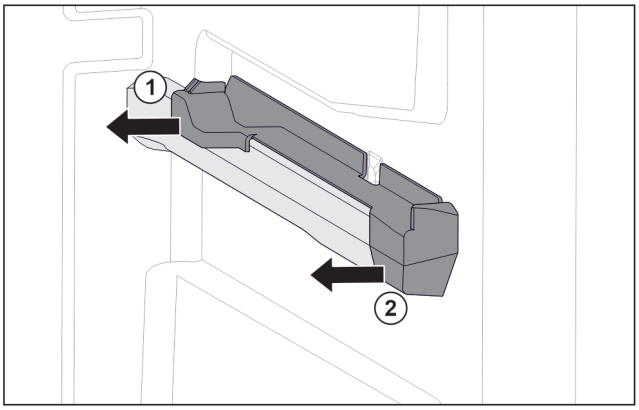

Fig. 61 Вставная часть на правом контейнерном ребре
▶ Отодвиньте вставную часть сзади в сторону. *Fig. 61 (1)*
▶ Отодвиньте вставную часть спереди в сторону. *Fig. 61 (2)*